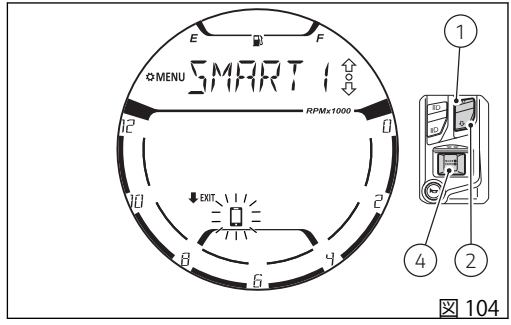

図 104
ディスプレイにはリストから選択したデバイス名が表示されたまま、スマートフォンマーク “ ” (図 104) が点滅します。ボタン (1) とボタン (2) を使用して、デバイスの種類のマークを以下の順にスクロールすることができます。